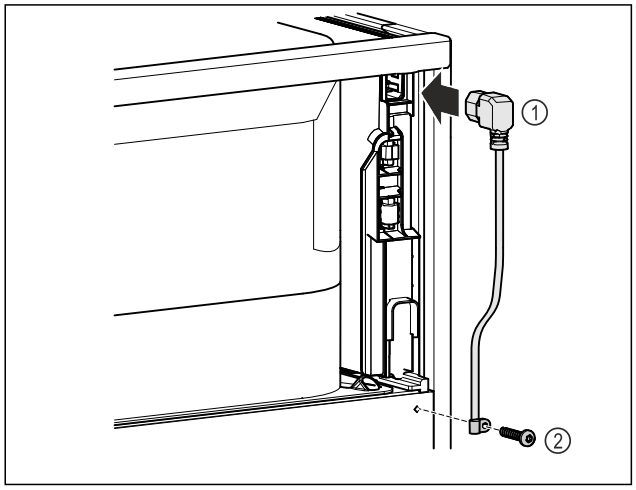

Fig. 43
▶ Introduceți mufa pentru puteri mici de la conductorul de racord la rețea *Fig. 43 (1)* pe partea posterioară a aparatului.
▶ Montați siguranța antismulgere. *Fig. 43 (2)*